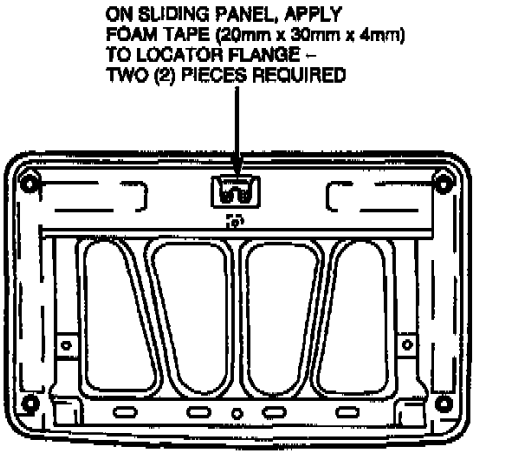

Figure 4
11. Apply two (2) pieces of foam tape (approximately 20 mm long x 30 mm wide x 4 mm thick) to sliding panel backside at locator flange (Figure 4).